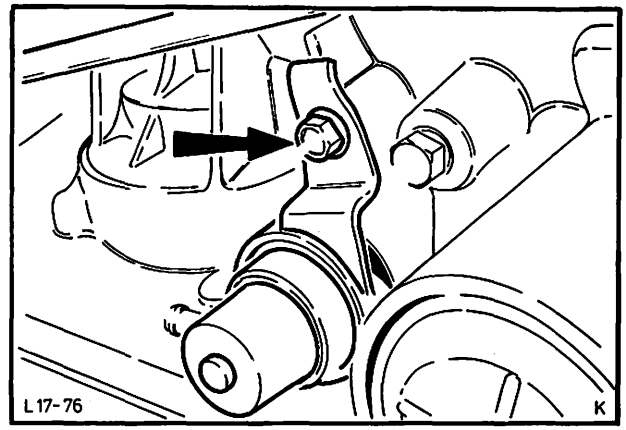

Abb. 109 Befestigung – Unterdruckmembrane
2. Schraube – Membranhalter entfernen und Halter abnehmen. Abb. 109.